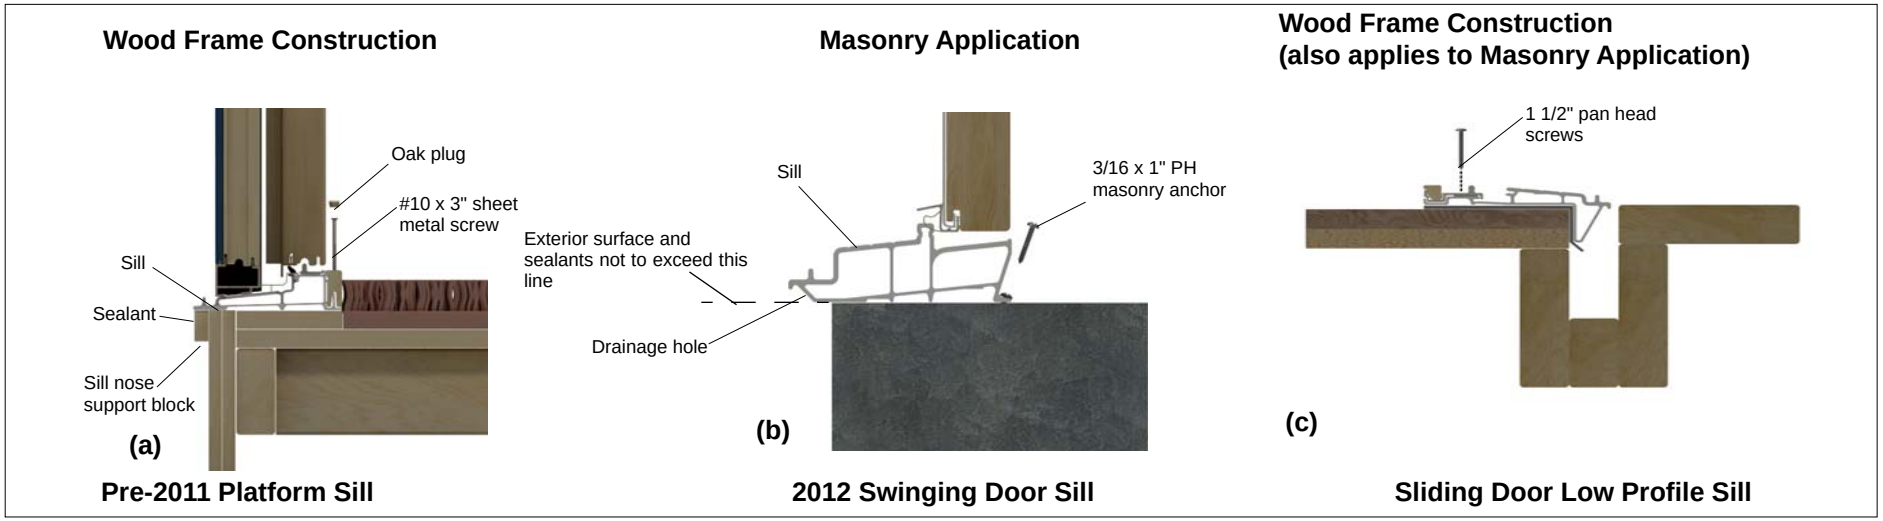

Figure 6 Securing the door.
1. For sliding and swinging pre-2011 sills, figure 6(a): Install a sill nose support block under the sill. Fabricate from treated lumber and attach to underside of the sill with construction adhesive. Nail the block to the sheathing to hold it in place. Apply generous amount of sealant along the underside of the sill as shown.
- Securing the 2012 Swinging Door sill, figure 6(b): Secure the sill to the subfloor with #8 x 1" pan head screws through the pre-drilled holes in the sill lip. In masonry applications, pre-drill 3/16" x 1" deep holes through the pre-drilled holes in the sill lip and into the concrete. Fasten with #8 x 1" pan head concrete anchors.